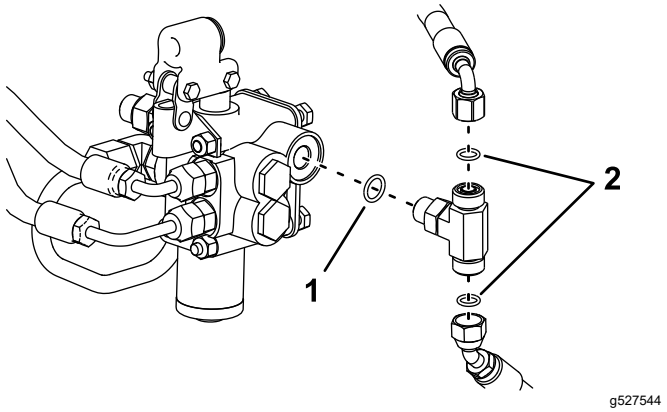

Figura 7
F. Înlocuiți inelele de etanșare de la nivelul fitingului în T cu inele de etanșare noi așa cum se arată în Figura 7.